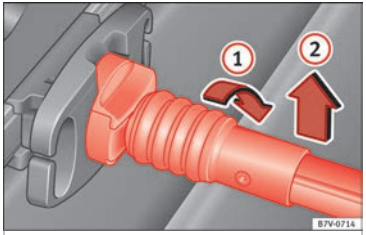

Fig. 170 Release the baggage net
- Rotate the attachment rod 90° to the right ››› **Fig. 170** (1) until you can see the red mark on the rod. Pull the attachment rod upwards (2).